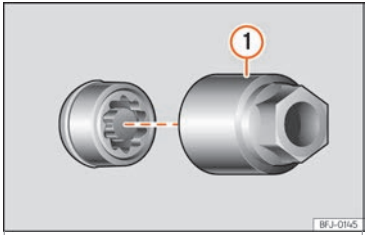

Abb. 42 Diebstahlhemmende Radschraube mit Abdeckkappe und Adapter
- Schieben Sie den Spezialadapter ››› Abb. 42 ① (Bordwerkzeug ››› **Seite 48**) bis zum Anschlag in die diebstahlhemmende Radschraube.